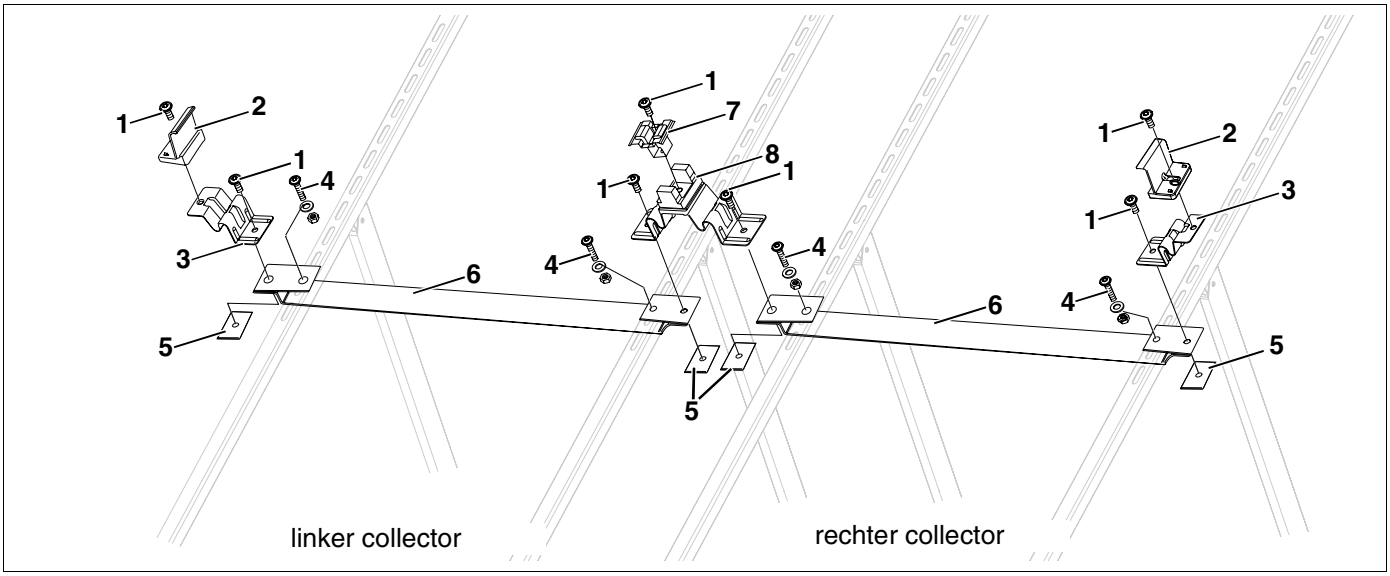

Afb. 6 Collectorveld voor twee collectoren
5.2.2 Bijkomende houder (toebehoren) – afb. 6
Bijkomende houder voor de 1e collector per rij (toebehoren) – afb. 6
Bijkomende houder voor elke bijkomende collector (toebehoren) – afb. 6